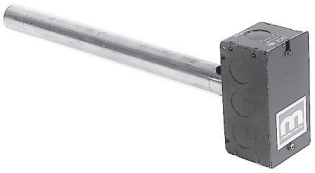

Figure 6. Sensor and Mixing Tube Assembly
a. For units with sensor and mixing tube assembly (see **Figure 6**), remove ductwork access panel, slide mixing tube into ductwork, and secure sensor.